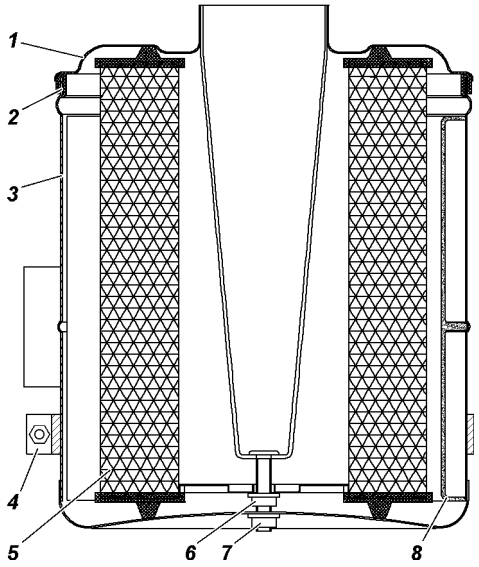

Рис. 9.9. Воздушный фильтр:
- отверните гайку хомута 4 (рис. 9.9), снимите хомут и воздушный фильтр;